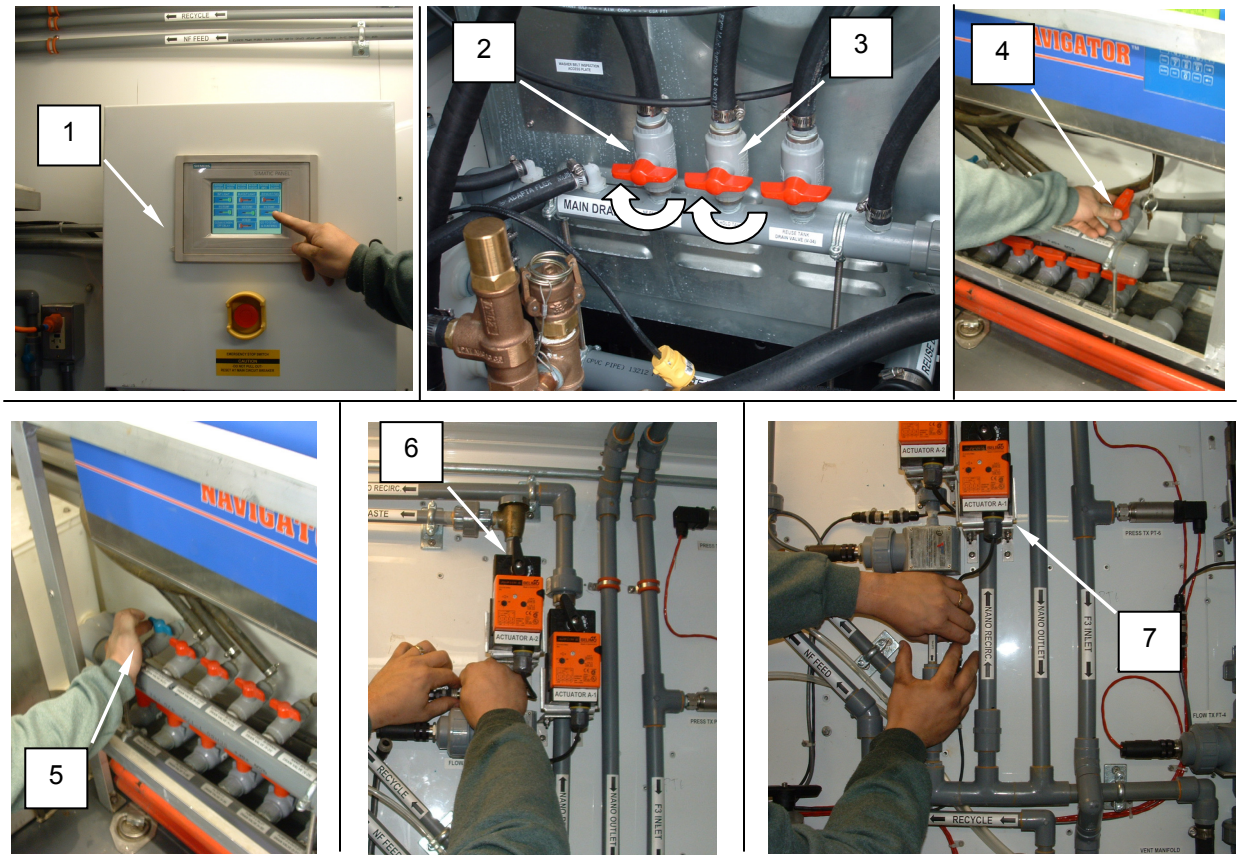

Figure 2. Water Treatment System Flush.
1. Switch Pump P-4 to OFF at the PLC **(Figure 2, Item 1)**. Turn Pump P-3 ON at the PLC **(Figure 2, Item 1)**.
2. Open the WTS Hold Tank drain V-33 **(Figure 2, Item 2)** and Nano Feed Tank Drain V-32 **(Figure 2, Item 3)** and allow at least 15 minutes for tanks to drain. Ensure no water is present in the sight glass. Close V-33 and V-32.
3. Open the Nanofilter split drain valve V-25 **(Figure 2, Item 4)**.
4. Close the Automatic Soap Dispenser overflow valve V-61 **(Figure 2, Item 5)**.
5. Disconnect Actuators A-3 **(Figure 2, Item 6)** and A-4 **(Figure 2, Item 7)**.